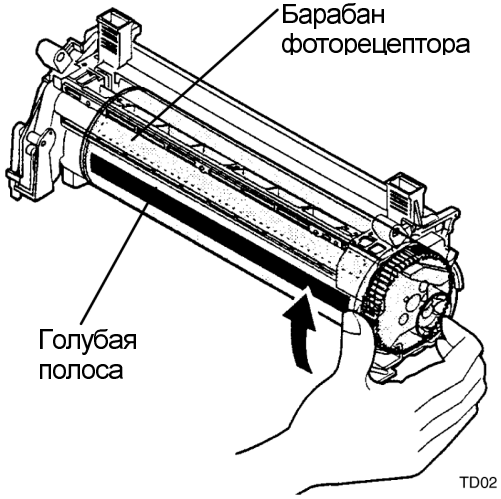

Рисунок 1. Вращение барабана фоторецептора
3. (Рисунок 1): Поворачивайте барабан вверх, пока полоска голубого цвета не окажется в показанном на рисунке положении.